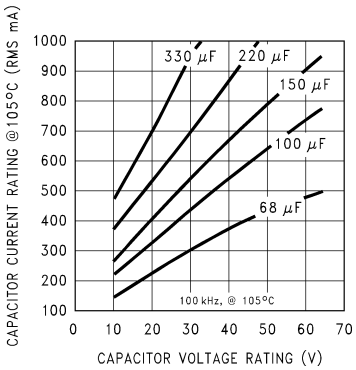

Figure 28. RMS Current Ratings for Low ESR Electrolytic Capacitors (Typical)
5. Input Capacitor (C_{IN}) A low ESR aluminum or tantalum bypass capacitor is needed between the input pin and ground to prevent large voltage transients from appearing at the input. This capacitor should be located close to the IC using short leads. In addition, the RMS current rating of the input capacitor should be selected to be at least ½ the DC load current. The capacitor manufacturer data sheet must be checked to assure that this current rating is not exceeded. The curves shown in Figure 28 show typical RMS current ratings for several different aluminum electrolytic capacitor values. A parallel connection of two or more capacitors may be required to increase the total minimum RMS current rating to suit the application requirements. For an aluminum electrolytic capacitor, the voltage rating should be at least 1.25 times the maximum input voltage. Caution must be exercised if solid tantalum capacitors are used. The tantalum capacitor voltage rating should be twice the maximum input voltage. The tables in Table 7 show the recommended application voltage for AVX TPS and Sprague 594D tantalum capacitors. It is also recommended that they be surge current tested by the manufacturer. The TPS series available from AVX, and the 593D and 594D series from Sprague are all surge current tested. Another approach to minimize the surge current stresses on the input capacitor is to add a small inductor in series with the input supply line. Use caution when using ceramic capacitors for input bypassing, because it may cause severe ringing at the V_{IN} pin.	**5. Input Capacitor (C_{IN})** The important parameters for the input capacitor are the input voltage rating and the RMS current rating. With a maximum input voltage of 28V, an aluminum electrolytic capacitor with a voltage rating of at least 35V ($1.25 \times V_{IN}$) would be needed. The RMS current rating requirement for the input capacitor in a buck regulator is approximately ½ the DC load current. In this example, with a 1A load, a capacitor with a RMS current rating of at least 500 mA is needed. The curves shown in Figure 28 can be used to select an appropriate input capacitor. From the curves, locate the 35V line and note which capacitor values have RMS current ratings greater than 500 mA. For a through hole design, a 330 µF/35V electrolytic capacitor (Panasonic HFQ series, Nichicon PL, Sanyo MV-GX series or equivalent) would be adequate. Other types or other manufacturers' capacitors can be used provided the RMS ripple current ratings are adequate. Additionally, for a complete surface mount design, electrolytic capacitors such as the Sanyo CV-C or CV-BS and the Nichicon WF or UR and the NIC Components NACZ series could be considered. For surface mount designs, solid tantalum capacitors can be used, but caution must be exercised with regard to the capacitor surge current rating and voltage rating. In this example, checking Table 7, and the Sprague 594D series datasheet, a Sprague 594D 15 µF, 50V capacitor is adequate.